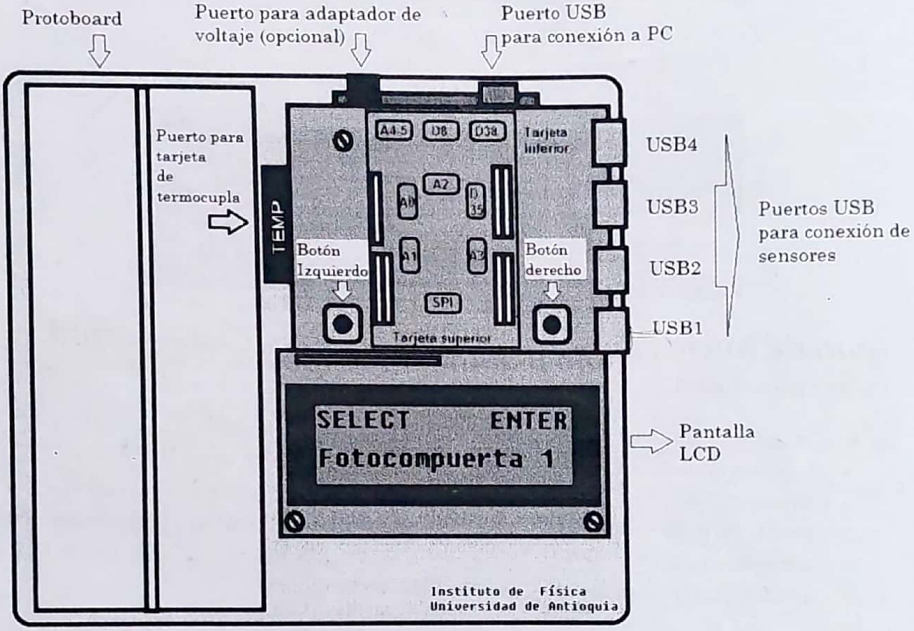

Figura 1. Sistema de adquisición de datos. Se observan los puertos accesibles al usuario de las tarjetas inferior y superior.
4. En el sistema seleccione la función deseada (ver descripción de las funciones) mediante el botón "SELECT" (botón izquierdo) y oprima "ENTER" (botón derecho). Ver figura 1.
Cuando la foto-compuerta es conectada al puerto USB1 (ver figura 1), el sistema arroja los tiempos (ms ó μs) en que se produce una interrupción del haz. El contador se inicia en el momento que se presiona "ENTER". Esta función es útil en diversos experimentos de mecánica como el cálculo de velocidad angular en función del tiempo haciendo uso de una polea ranurada perpendicular al haz. Los tiempos son visualizados en el BlueTerm.
Cuando la fotocompuerta es conectada al puerto USB1 (ver figura 1), el sistema arroja los tiempos (ms ó µs) en que se produce una transición de claro a oscuro u oscuro a claro en el foto-detector. El contador se inicia en el momento que se presiona "ENTER". Esta función es útil en diversos experimentos de mecánica como el cálculo de la velocidad máxima de un péndulo en función del tiempo. Los tiempos son visualizados en el BlueTerm.
Cuando la fotocompuerta es conectada al puerto USB1 (ver figura 1), el sistema arroja el tiempo (ms) que dura una interrupción del haz. Esta función es muy útil para la medida de velocidades. Los tiempos son visualizados en el BlueTerm. Esta opción permite ver el tiempo directamente en la pantalla del sistema.
Cuando las tarjetas de sensores análogos se conectan a los puertos USB3 ó USB4 (ver figura 1), el sistema arroja un número entero *N* entre 0 y 1023 que está relacionado con la variable física asociada al sensor correspondiente. Antes de comenzar la medida, se le pide al usuario escoger el tiempo entre datos presionando "SELECT" hasta llegar al valor deseado. Luego debe presionarse "ENTER". Los datos son visualizados en el BlueTerm. Esta opción permite ver los valores directamente en la pantalla del sistema.